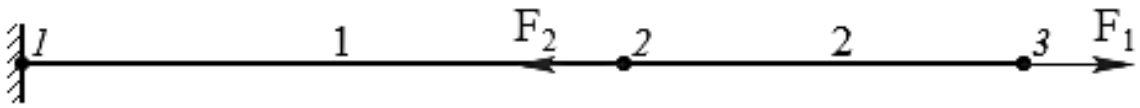

Рисунок 6.4 – Схема стержня к заданию 3
3. Стержень жестко закреплен одним концом и нагружен силами $\boldsymbol{F_1} = 45$, Н и $\boldsymbol{F_2} = 25$, Н (рисунок 6.4). Обе силы расположены вдоль продольной оси стержня и направлены противоположно друг другу. Определить реакцию связи в жесткой заделке, построить эпюру продольных сил $\boldsymbol{N}$, Н.